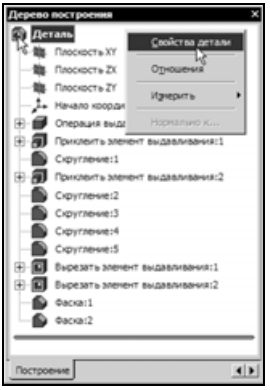

Рис. 2.102
- Щелкните правой кнопкой мыши на элементе **Деталь** в верхней части дерева построения и выполните команду **Свойства детали** (рис. 2.102).